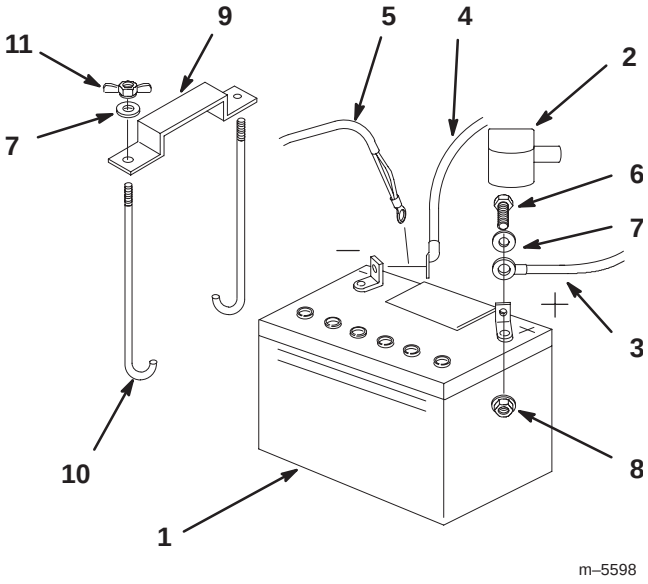

Figure 61
1. Placez la batterie dans son support en tournant les bornes vers le moteur (Fig. 61).
4. Fixez les câbles à l'aide de 2 boulons (1/4 x 3/4"), 2 rondelles (1/4") et 2 contre-écrous (1/4") (Fig. 61).
6. Fixez la batterie en position avec des boulons en J, une barrette de maintien et 2 rondelles (1/4"), ainsi que 2 écrous papillons (1/4") (Fig. 61).
3. Débranchez d'abord le câble négatif et le câble de masse de la borne négative (–) de la batterie (Fig. 61).
4. Ôtez le capuchon rouge de la borne positive (rouge) de la batterie. Retirez ensuite le câble positif (rouge) de la batterie (Fig. 61).
5. Retirez les deux écrous papillons (1/4") de fixation de la barrette de maintien de la batterie (Fig. 61).